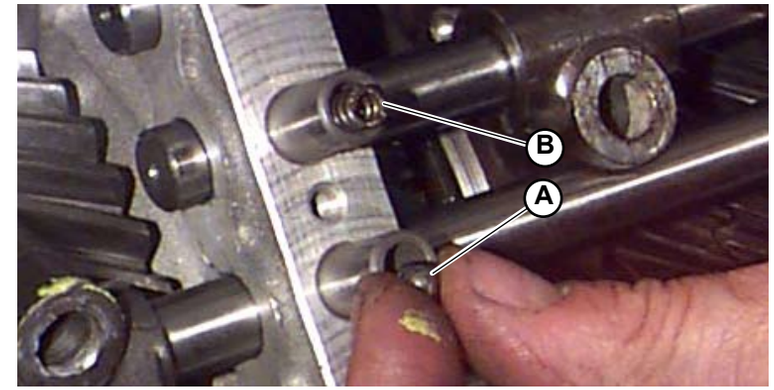

Fig.4
1. Remove the rod retaining balls (**A-Fig.4**) and springs (**B-Fig.4**).